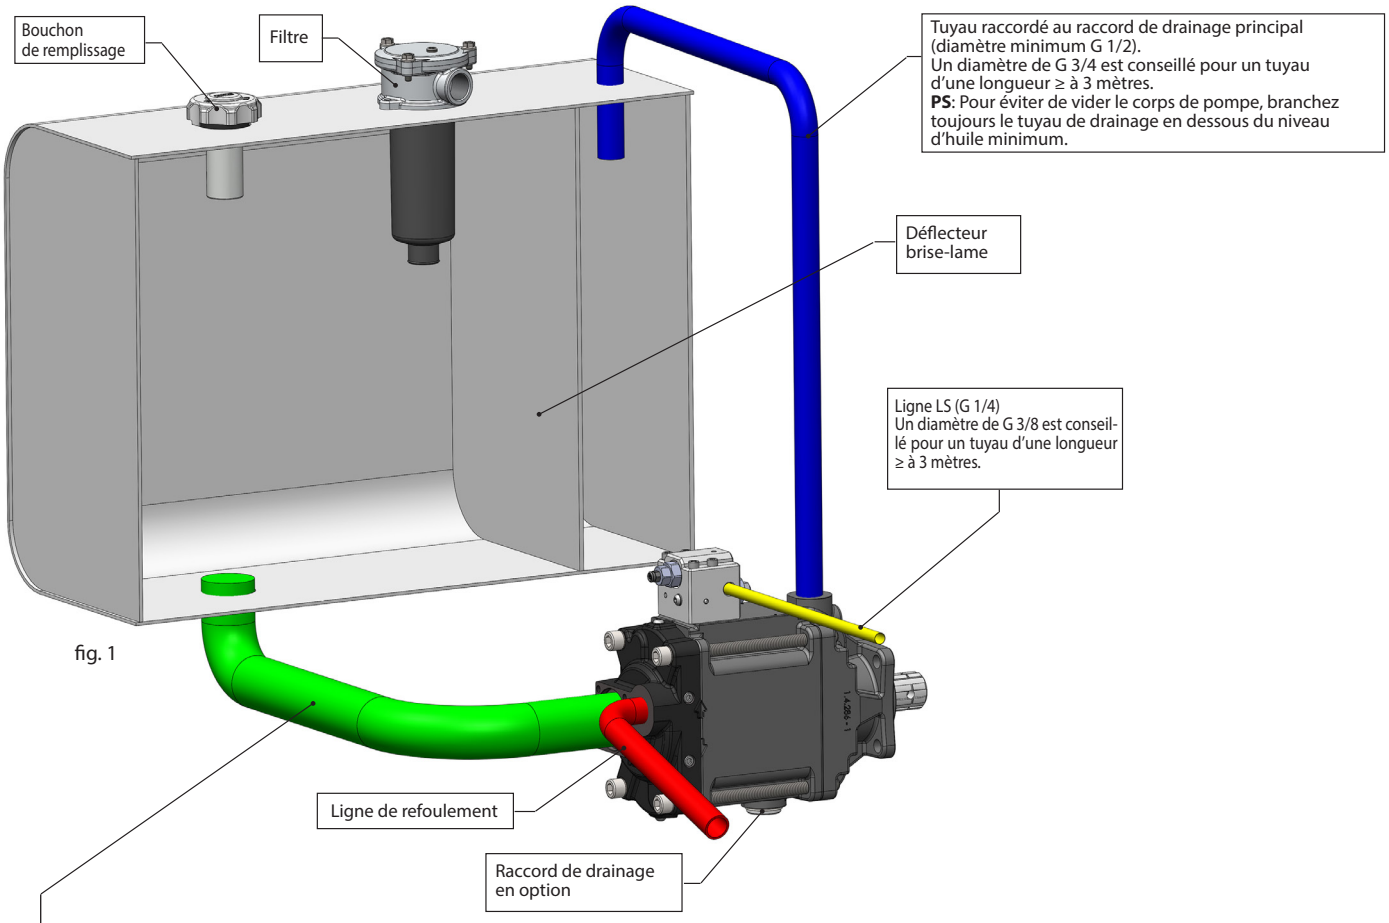

fig. 1
2. Raccorder les tuyaux (fig. 1) et procéder au remplissage de la pompe (fig. 2).